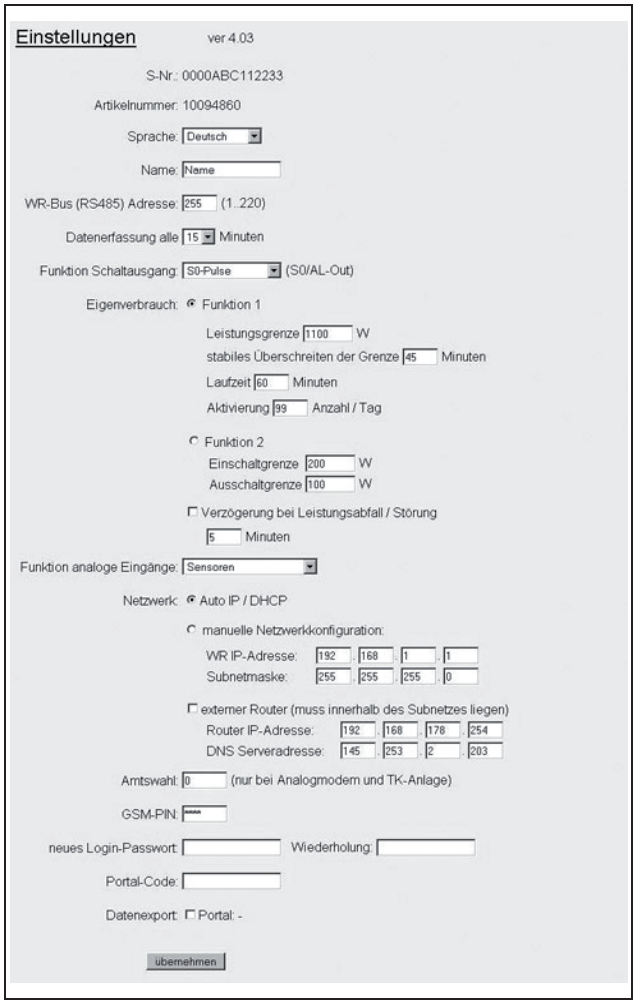

Abbildung 37: *Einstellungen-Seite*
- Rufen Sie die Seite "Einstellungen" des Webservers auf (siehe Abbildung 37).